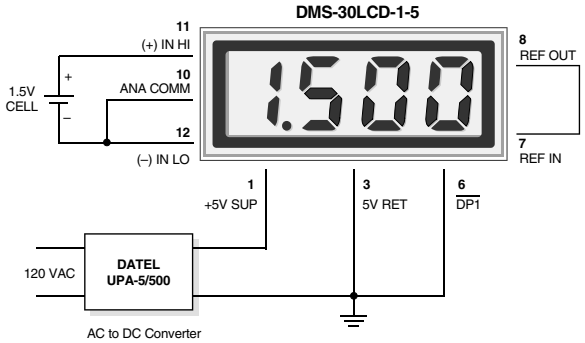
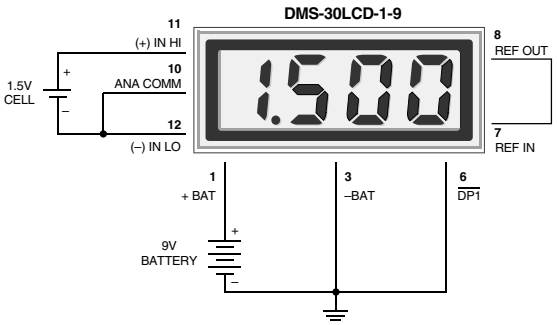

Figure 5. Floating Input Measurements (5V-Powered Models)
Figure 6. Floating Input Measurements (9V-Powered Models)
4. **Floating Signal Source Measurements:** Floating signals can be measured using the circuits shown in Figures 5 and 6. Figure 5 uses a 5V-powered meter. Figure 6 uses a 9V-powered meter. Connecting pin 10 (ANALOG COMMON) to (–) INPUT LO (pin 12) provides the reference point for the meter's input.